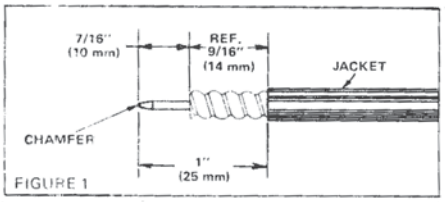

FIGURE 1
STEP 1. Prepare cable as shown in Figure 1. Cable end must be square. If it is not, use hacksaw to make new cut. Wrap tape around cable to guide jacketing cut. Remove jacket with knife. Cut off outer conductor and foam with hacksaw. Do not damage inner conductor. Use file to remove burrs and chamfer end of inner conductor. Clean exposed inner conductor of foam particles with garnet cloth. Wire brush copper particles from foam.